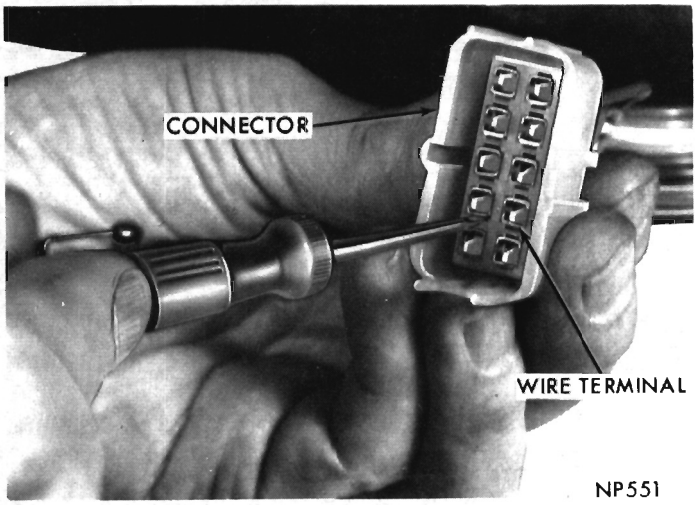

Fig. 5—Removing Wires from Connector
(6) While pulling slightly on wire (Fig. 5), insert a small screwdriver (with thin blade) above and below terminal to release tangs, then pull wire from connector. Remove all wires in same manner.